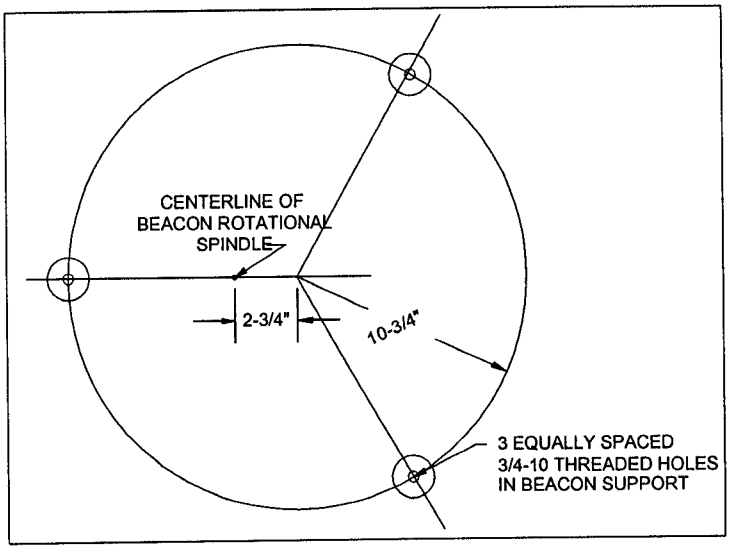

Figure 3-5
a. The net weight of the beacons unpacked are 330 and 470 pounds for the DCB24 and DCB224, respectively. Therefore, weight handling equipment will be needed at the Aid to facilitate installation. Disassembly of the drum(s) from the base may be necessary to maneuver the beacon into position. The lantern must be installed on a stable platform to ensure that accurate aim is maintained. The beacon is top-heavy and may tip over until it is permanently installed. Use extreme caution when maneuvering the beacon into place. The lantern is secured to the platform using 3/4" capscrews as shown in Figure 3-5. Use the hardware (bolts, flat washers and lock washers) that secured the beacon to the shipping crate.